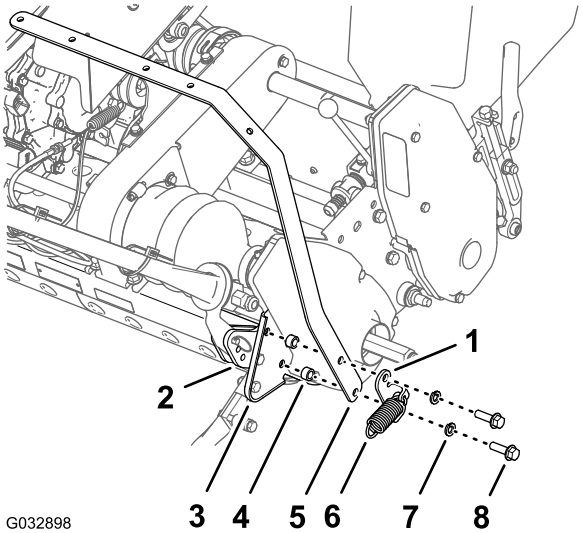

Figure 5
7. Assemble the spring-anchor bracket, right light-bar strap, 2 spacers, and right-side plate to the outer pad of the rear frame (Figure 5) with the 2 flange-head bolts (3/8 x 1-1/4 inches) and 2 lock washers (3/8 inch) that you removed in step 6.